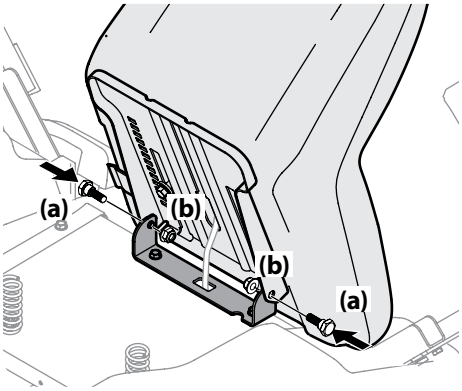

Figura 2-4
3. Gire el asiento hasta la posición deseada y asegúrelo en su lugar con los tornillos de reborde (a) y las tuercas de seguridad con brida (b) que extrajo antes. Tenga cuidado de no doblar o dañar el cableado mientras instala el asiento. Consulte Figura 2-4.